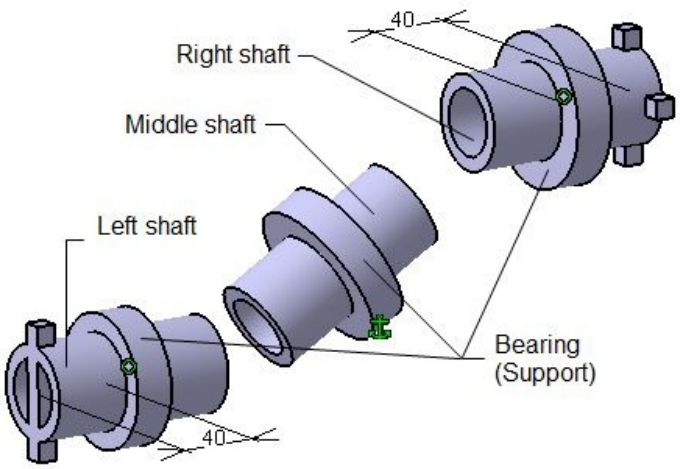
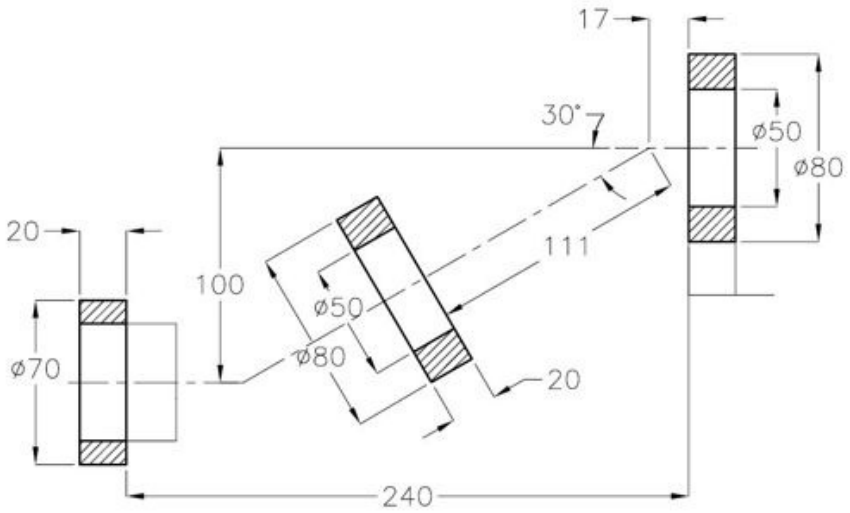

Figure 16-69 *Mechanism created using the CV joint*
Figure 16-70 *Cross-sectional view and dimensions of the Bearing (Support)*
In this tutorial, you will create an assembly and its mechanism using the CV joint shown in Figure 16-69. The orthographic views and dimensions of the parts are shown in Figures 16-70 through 16-73. (**Expected time: 1.5 hr**)
created as a single part, as shown in Figure 16-70. However, you can create this Bearing (Support) as three individual parts and assemble them in the ***Assembly Design*** *workbench. Then, the steps to create the mechanism will be different from the one discussed in this tutorial.*
7. Similarly, align the axis of the Middle shaft and its Bearing, refer to Figure 16-69.
You can also use the central axis of the Compass to slide the shaft in its bearing for proper positioning, refer to Figure 16-69.